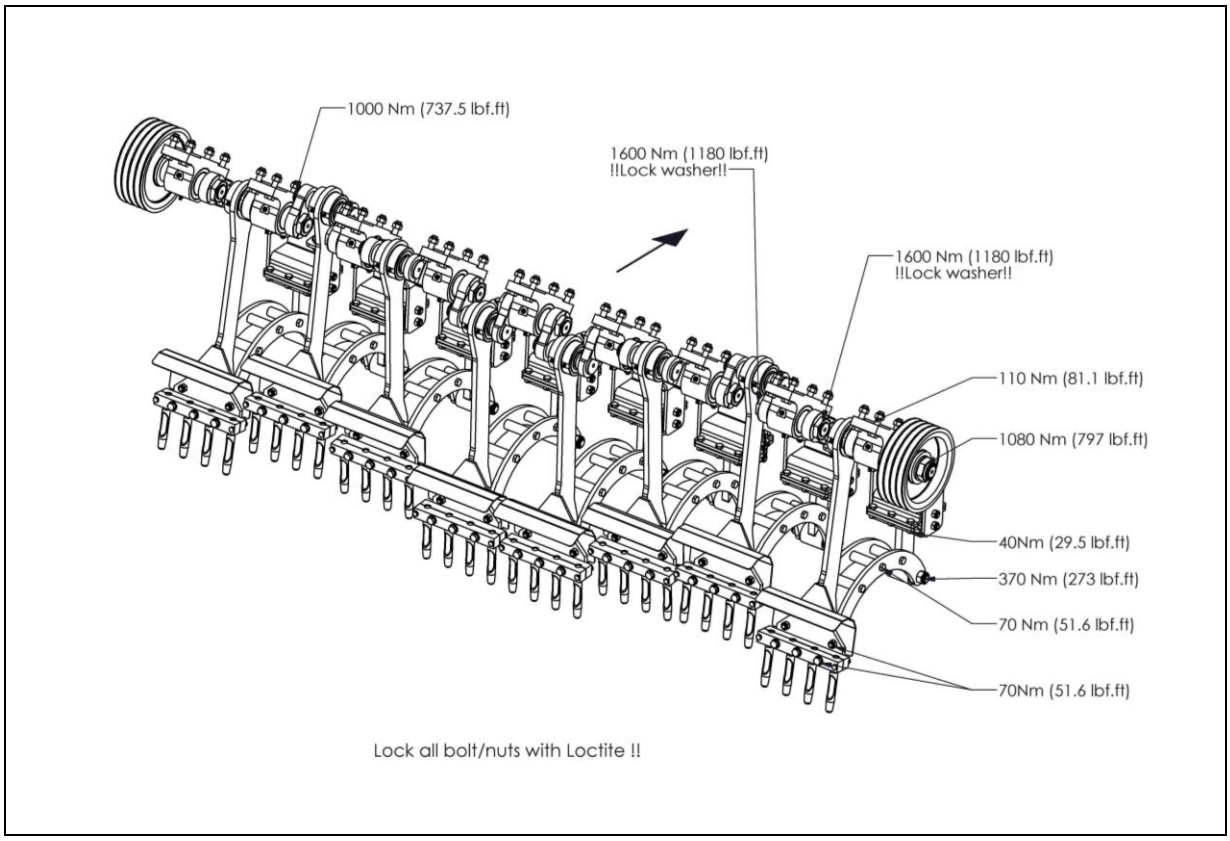

Fig. 16
Het vervangen van een kruk is noodzakelijk wanneer deze deze gebarsten is of wanneer de moeren van de big-end regelmatig los komen. Ofwel de kruklagers, de kruklager fittings of de big-end pin gaten in de kruk zijn beschadigd. Vervang de kruk/lager zo snel mogelijk, ter vermijding van enige verdere schade aan andere onderdelen, als gevolg (zie fig. 16):
In fig. 16+17 zijn de aanhaalmomenten van de belangrijkste bouten/moeren weergegeven. Verzeker u ervan dat de bouten en moeren waar deze instellingen niet voor weergegeven zijn, net zo aangedraaid worden als vergelijkbare bouten en moeren. Wanneer bouten en moeren loskomen, mag loctite gebruikt worden om ze vast te zetten.
De opening van de pen (13) moet altijd naar de achterkant van de machine gericht zijn, zie fig. 16.